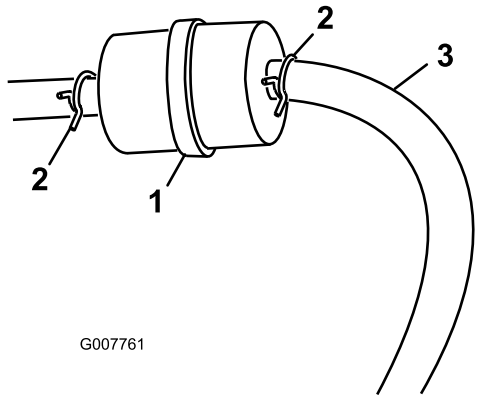

Figur 26
3. Klem slangeklemmernes ender sammen, og skub dem væk fra filteret (Figur 26).
5. Monter et nyt filter, og flyt slangeklemmerne hen til filteret (Figur 26).
3. Løsn slangeklemmen ved brændstoffilteret, og før den op ad brændstofrøret væk fra brændstoffilteret (Figur 26).
4. Træk brændstofrøret af brændstoffilteret (Figur 26).
Bemærk: Lad benzinen løbe ud i en benzindunk eller et aftapningskar (Figur 26).
5. Monter brændstofrøret på brændstoffilteret. Før slangeklemmen hen til brændstofventilen for at fastgøre brændstofrøret (Figur 26).